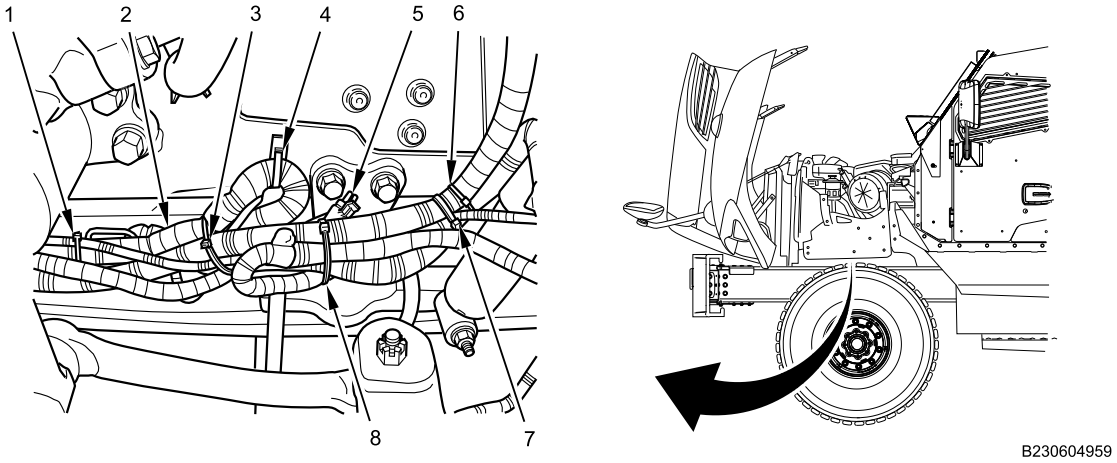

Figure 23. Behind Steering Gear.
18. Install six new cable lock straps (Figure 23, Item 1, 3, 4, 6, 7 and 8) fastening forward chassis harness (Figure 23, Item 2) together.
19. Position and install ether start two-pin connector (Figure 23, Item 5) away from frame or components to prevent abrasion.